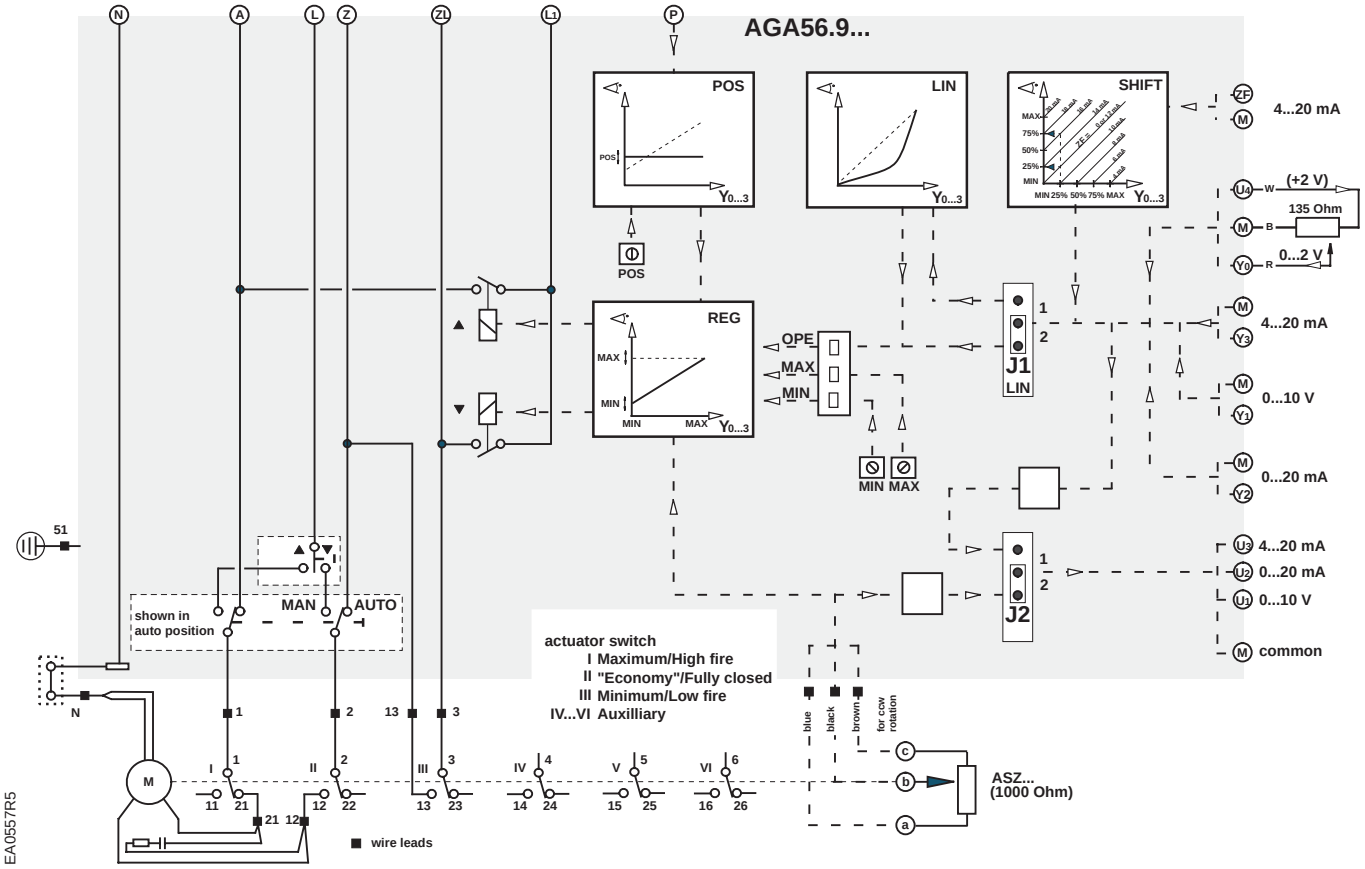

Figure 11. Basic Functional Diagram of AGA56.9…
See Figures 11 and 12.
9. Connect the input control signal wires to the appropriate terminals. See Figure 11.